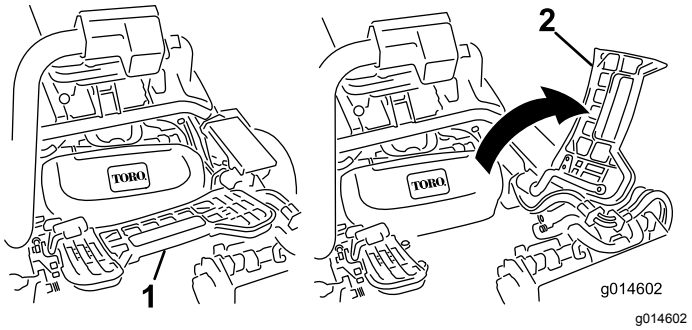

Rysunek 51
2. Unieś podnóżek i odchyl go do pozycji otwartej w celu uzyskania dostępu do centralnego zespołu tnącego (Rysunek 51).